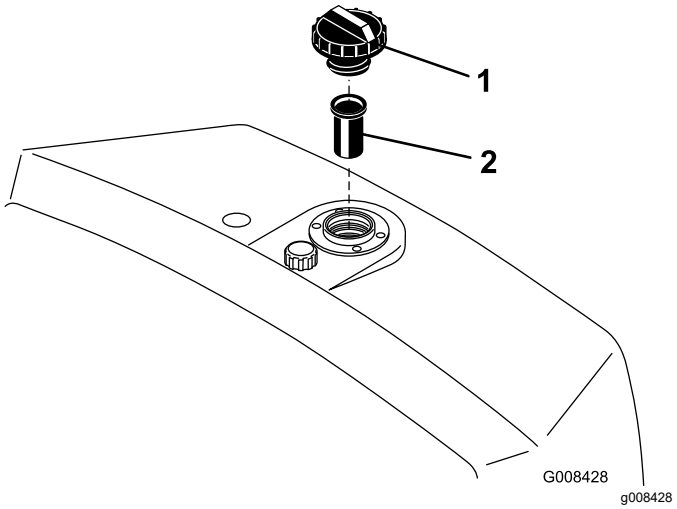

**Figuur 49**
2. Verwijder de dop van het reservoir en controleer het vloeistofpeil. Het vloeistofpeil moet tot aan de onderkant van het filter in de vulbuis staan (Figuur 49).